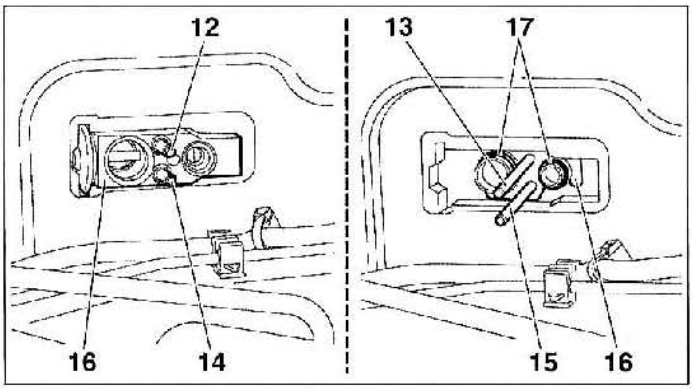

FIG. 24
• Desmontar el espárrago (12) con un casquillo Torx (Facom RTX4) **(fig. 24).**
• Insertar en su lugar una varilla roscada (13) de ø 5 mm x L 60 mm.
• Desmontar el espárrago (14) con un casquillo Torx (Facom RTX4).
• Insertar en su lugar una varilla roscada (15).
• Desmontar la válvula de expansión (16) y las juntas tóricas (17).